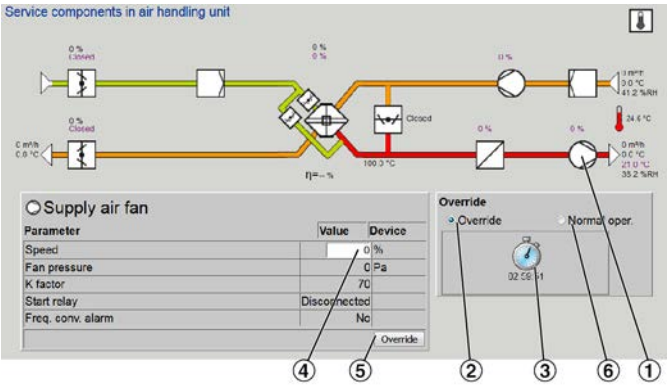

Fig. 39: Fonction Commande forcée
Utiliser la fonction *« Commande forcée »* (Voir la Fig. 39) pendant les travaux d'entretien ou de maintenance pour s'assurer du bon fonctionnement des sorties. La fonction *« Commande forcée »* ne peut pas être utilisée s'il y a des alarmes actives.
2. ▸ Cliquer sur le composant de la centrale de traitement de l'air (Voir la Fig. 39/1) pour lequel un réglage doit être écrasé (par ex. le ventilateur de reprise d'air).
3. ▸ Cliquer sur *« Forcer »* (Voir la Fig. 39/2).
4. ▸ Cliquer sur l'horloge (Voir la Fig. 39/3) pour définir une heure.
5. ▸ Saisir le pourcentage de forçage de la vitesse du ventilateur de reprise d'air (Voir la Fig. 39/4).
6. ▸ Cliquer sur *« Forcer »* (Voir la Fig. 39/5).